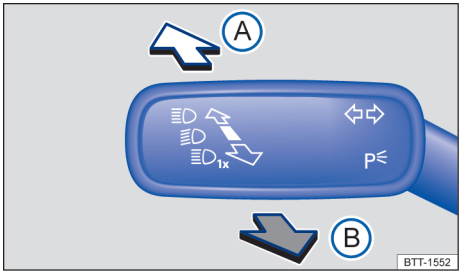

Fig. 83 À gauche sur la colonne de direction : Levier des clignotants et de l'inverseur-codes
2. Appuyez sur le levier vers l'avant à partir de sa position de base → fig. 83.
1. Tirez le levier vers l'arrière à partir de sa position de base → fig. 83.
1. Tirez et maintenez le levier vers l'arrière à partir de sa position de base → fig. 83.